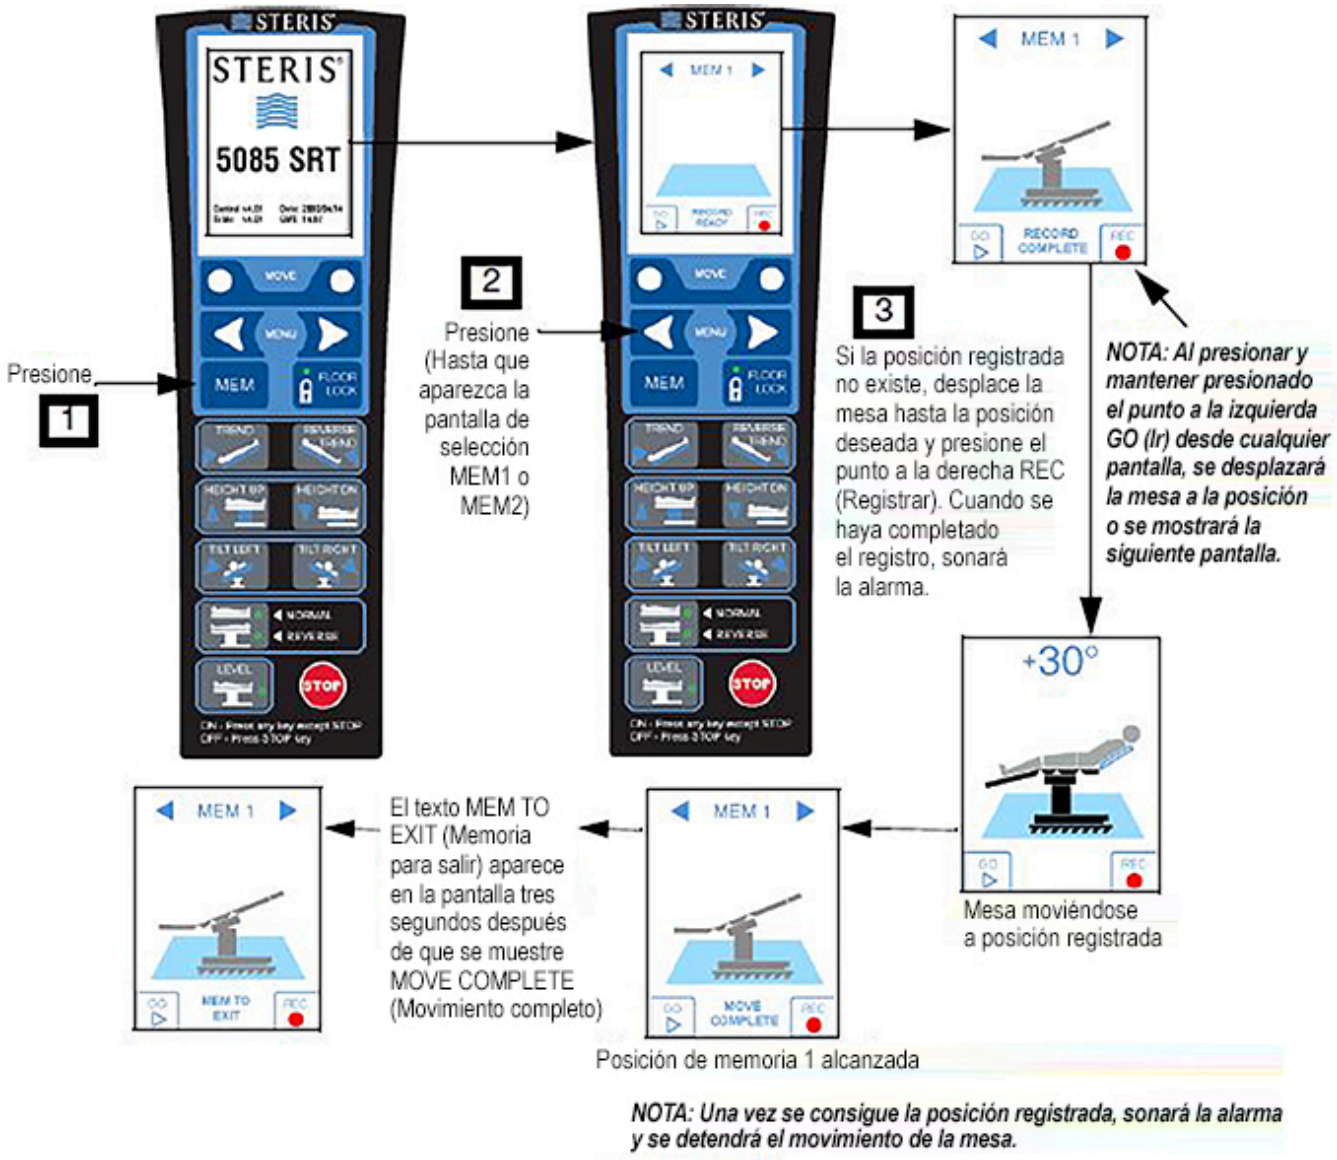

Figura 5-8. Función de registro (típico)
6. **Pulse el botón MEM y luego el botón de flecha hacia atrás en el mando principal hasta que aparezca la pantalla de selección MEM1 o MEM2 como se muestra en la *Figura 5-8*.**